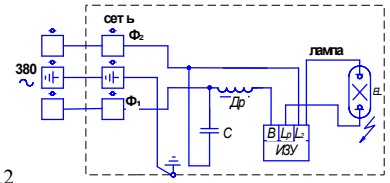

Рис.2
8.1 Подвесить светильник за узел подвеса (1), установить отражатель (2) на скобу корпуса светильника (3), при этом винт на отражателе вывернуть на ¾, вставить отражатель и закрепить винтом (4); распределительную коробку (5) для питания сети закрепить на конструкции теплицы; светильник подключить согласно схемы (рис.2) с помощью клемм «Wago-3» (6) и соединительной клеммы 773-302 (7); ввернуть лампу (8) в патрон (9).